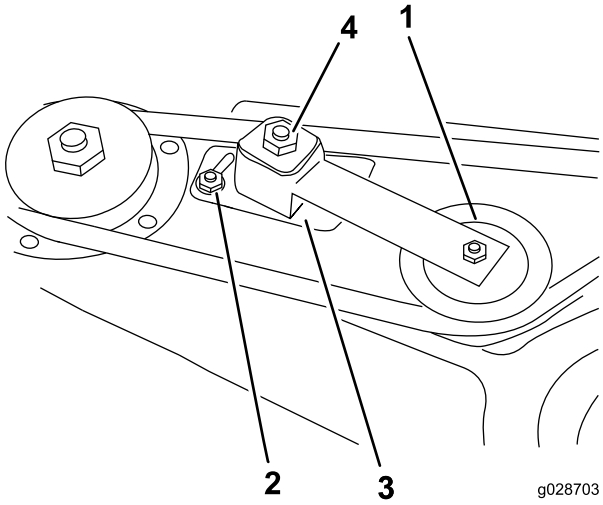

Figura 3
3. Allentate 2 dadi che fissano la piastra intermedia, in modo da rilasciare la tensione della puleggia tendicinghia contro la cinghia (Figura 3).